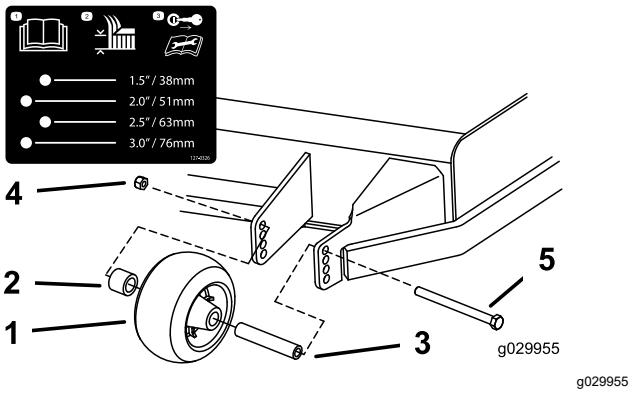
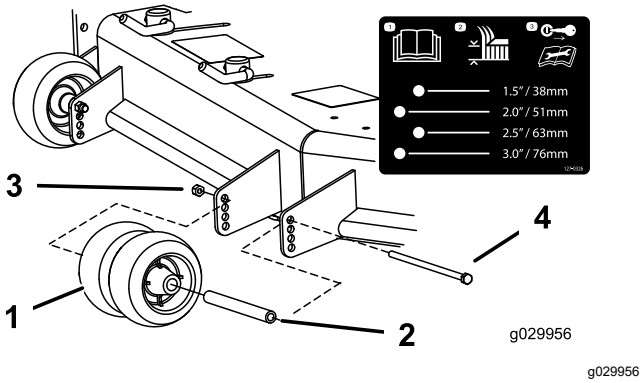
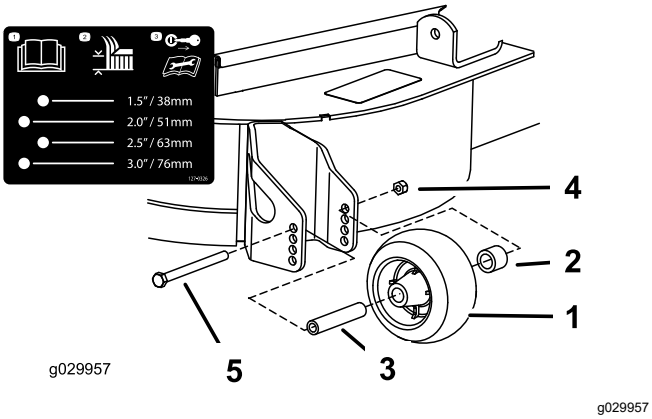

Rysunek 29
Rysunek 30
Rysunek 31
3. Wyreguluj rolki zapobiegające zdzieraniu darni w sposób pokazany na Rysunek 29, Rysunek 30 oraz Rysunek 31.